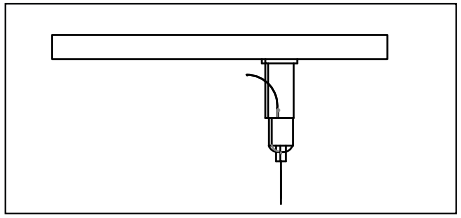

Рис. 2
5.11 Закрепите фиксатор троса на монтажном креплении (рис. 2).